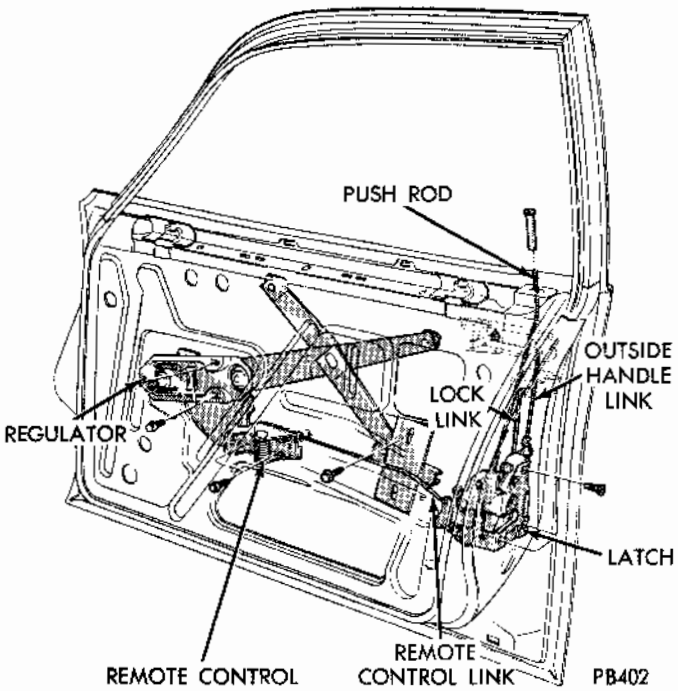

Fig. 20 - Front Door Remote Control
(1) Disconnect handle to lock link (Figs. 20 and 21) from lock by pulling link outward at lock.
(2) Disconnect locking lever rod (front door only) from lock assembly (Fig. 20).
(3) Disconnect lock control rod from lock assembly (Fig. 20).
(4) Remove screws attaching lock assembly to door.
(5) Rotate lock assembly and disconnect remote control link when removing lock.
(6) Lubricate all moving points of lock assembly.